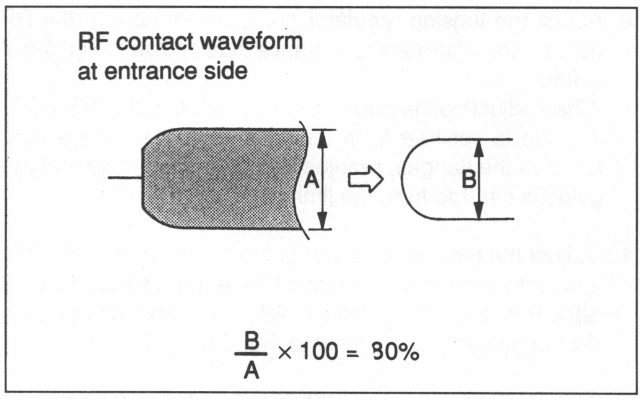

Fig. 8-5-5. Set Entrance Side of RF Waveform
4. Set the switch position of an oscilloscope so that all the RF waveforms at the tape entrance side can be viewed. (Refer to Fig. 8-5-5.)